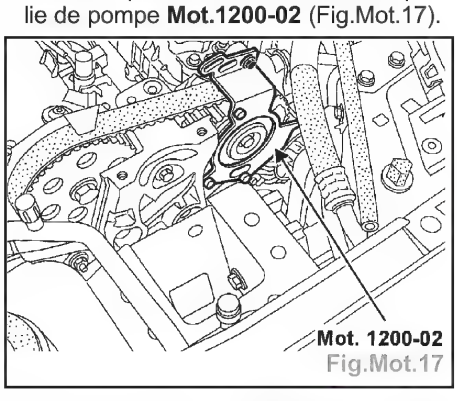

Fig.Mot.17
- Mettre en place l'outil de maintien de poulie de pompe **Mot.1200-02** (Fig.Mot.17).
- Mettre en place l'outil **Mot.1200-02** d'immobilisation de poulie (Fig.Mot.17).